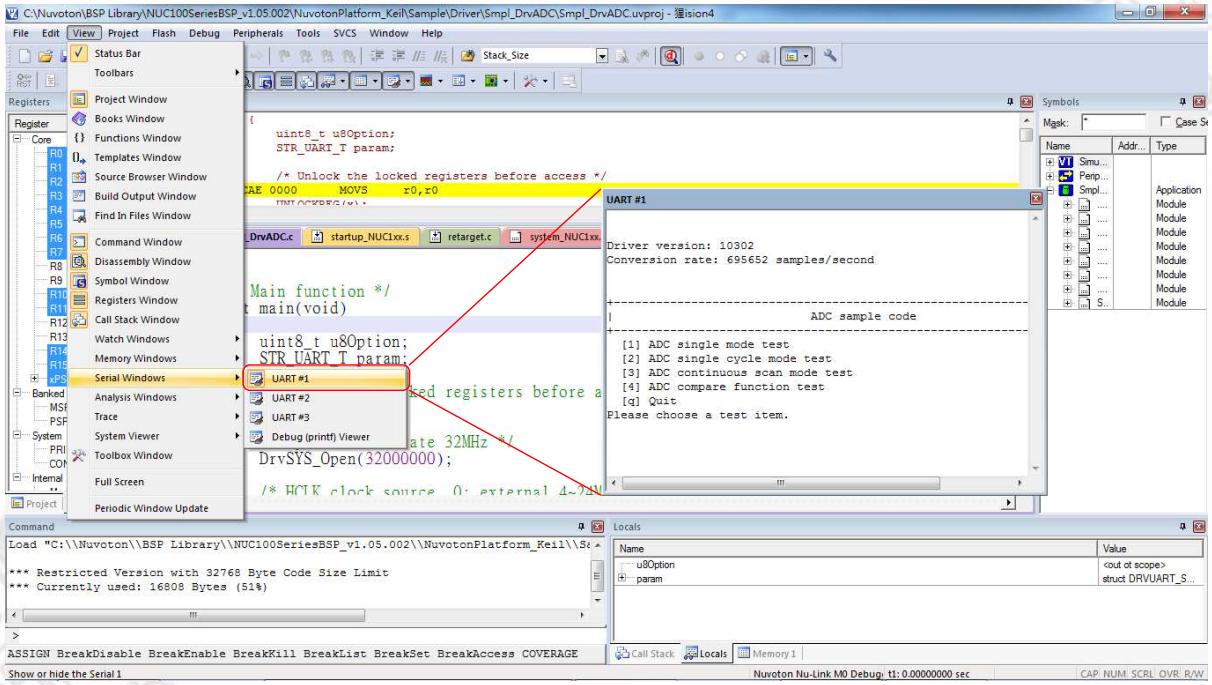

Figure 3-4 Semihost Options in Keil Debug Mode
When using the Semihost function, the message of the NuMicro™ Family microcontroller can be output through UART to the debug window by the Nu-Link Adapter. That is, the message is output without the GPIO. Figure 3-4 shows the debug messages in the "UART #1" form, which are the messages output by the Nu-Link Adapter.
Step 3: In Debug mode, invoke **View** → **Serial Windows** → **UART #1,** as shown in Figure 3-4.